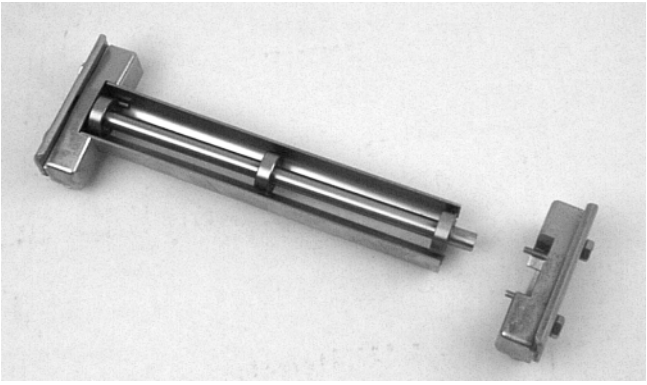

Abbildung 14
1. Typische Bauteile (Abbildung 14)